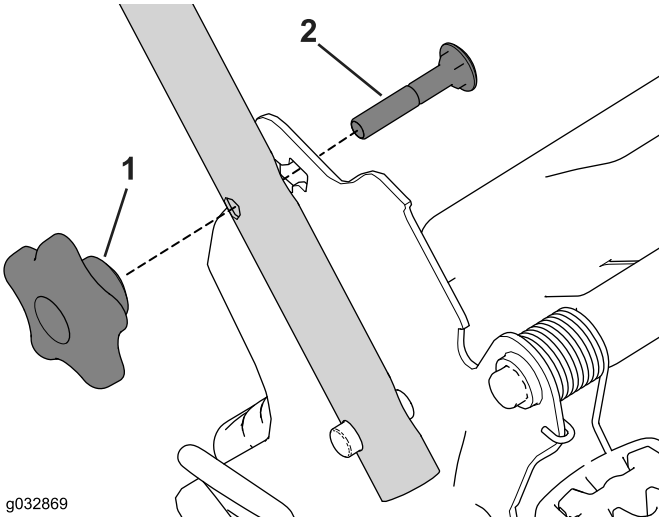

Figur 6
4. Sett låsebolten (med bolthodet mot innsiden) gjennom det øvre eller nedre firkantede hullet i håndtaksbraketten og det øvre hullet i håndtaksenden (Figur 6).